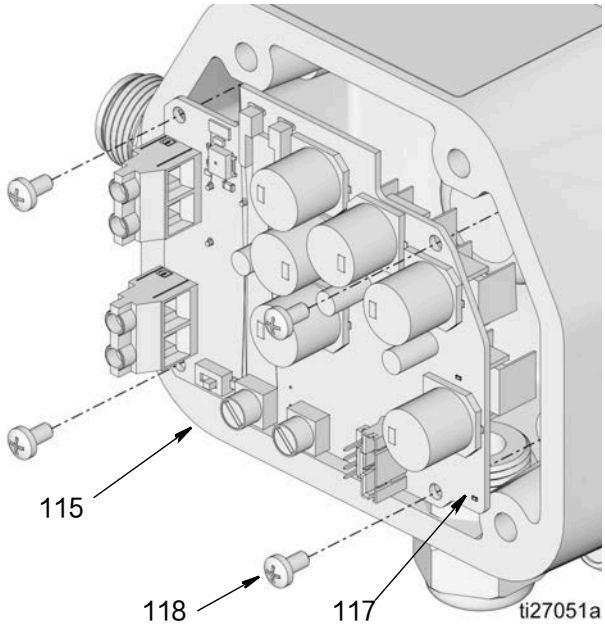

图 69
1. 用螺丝 (118) 将新电机控制板 (117) 安装到壳体 (115) 中（图 69）。用 8 – 10 英寸磅（0.9 – 1.1 牛 • 米）的扭力拧紧。